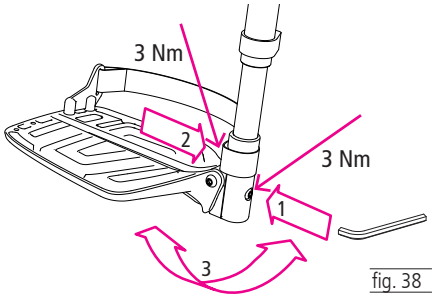
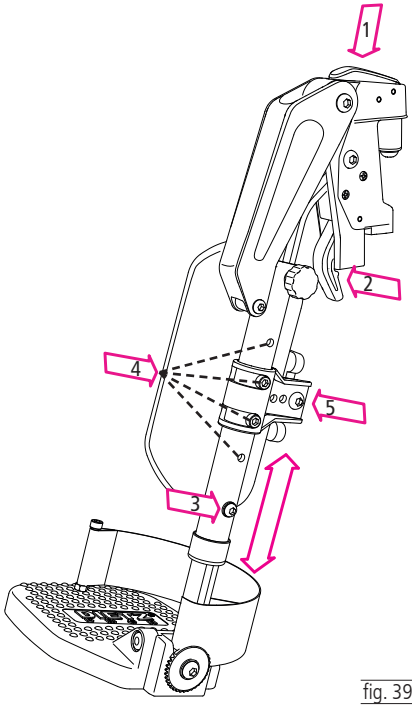

fig. 38
fig. 39
1. Allentare la vite presente all'interno (1, fig. 39 e all'esterno (2, fig. 38) di alcuni giri. Ora è possibile fissare la cinghia sotto la seduta, verso il lato posteriore (3, fig. 38).
2. A seguire serrare nuovamente la vite (1, 2, fig. 38) (3 Nm).
2. Per ripiegare il sostegno per la gamba azionare il pulsante (1, fig. 39) o spingere la leva di blocco (2, fig. 39) in avanti.
1. Allentare la vite a brugola (3, fig. 39) di uno o due giri. Il tubo della pedana ora è libero e può essere spinto verso l'alto o il basso.
1. Allentare le due viti esagonali del supporto dei cuscini per il polpaccio (4, fig. 39).
3. Per regolare la profondità allentare la vite a brugola (5, fig. 39).